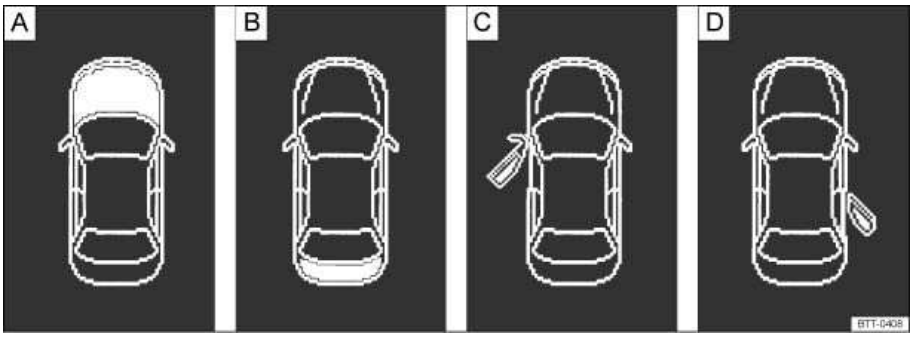

**Fig. 12** In the instrument cluster display: A: Open engine hood, B: Open rear hatch, C: Open front driver side door, D: Open rear passenger side door.
- Open door, engine hood, or rear hatch ⇒ fig. 12